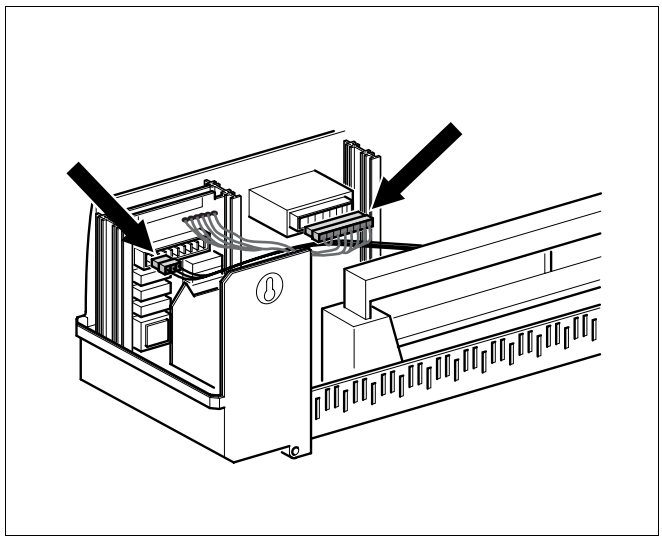

Abb. 4 Anschließen der Spannungsversorgung
- Verbinden Sie die 230 V Steckverbindungen mit dem Modul (Abb. 4).